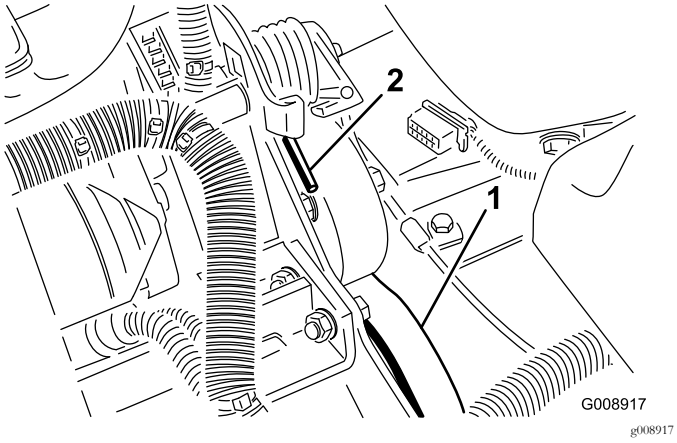

Figur 72
2. Tryck fjäderänden (Figur 72) nedåt och framåt för att kroka av den från fästet och lätta på fjäderspänningen.